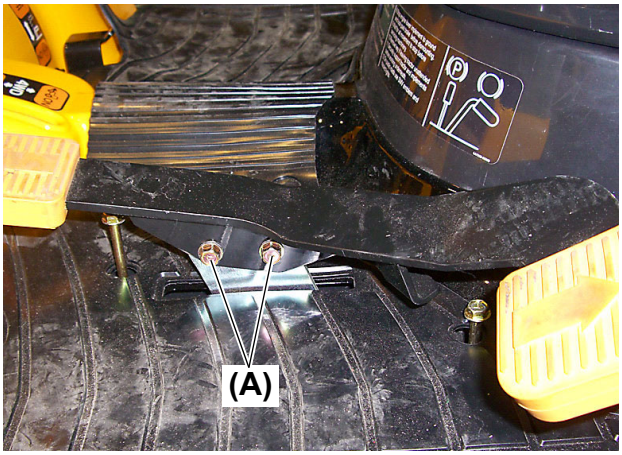

Fig. 2
1. Remove the two (2) M8 × 20 mm (L: 0.8 in.) bolts **(Fig. 2, (A))** that secure the Hydro Static Transmission (HST) pedal to the arm pedal.